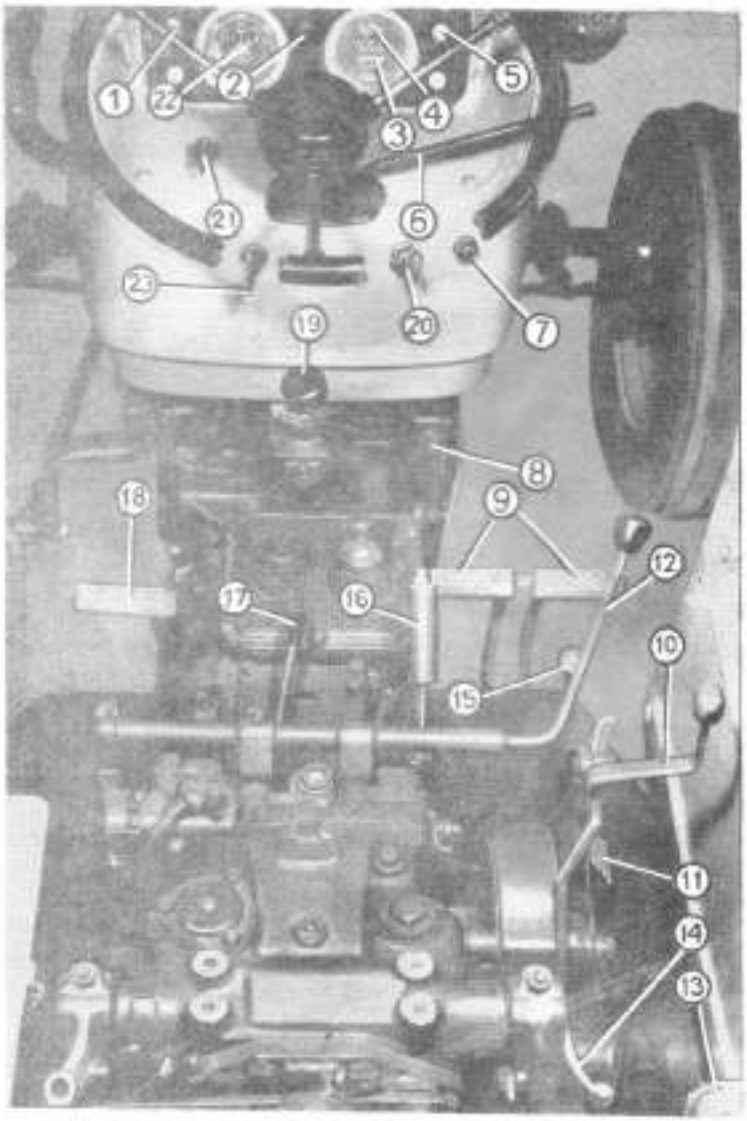

Fig. 6. — Commandes et appareils de contrôle.
Monté sur le mécanisme hydraulique, il est destiné à la commande des vérins à simple et à double effet qui sont placés sur les outillages attachés au tracteur. Commandé par la manette 12 fig. 6.
Les pièces composantes de la direction et l'appareillage de contrôle sont décrits dans l'ordre des positions indiquées dans la figure 6.
5. Poussez jusqu'au fond le bouton de l'enrichisseur 8 fig. 6 et tournez la manette du commutateur de départ et commande du thermoinjecteur en pos. 3 (fig. 9). Immédiatement après le départ du moteur, ramenez la manette du commutateur en pos. 0 (fig. 9).
— Tourner légèrement la manette du commutateur (fig. 9) en pos. 2 et pousser le bouton de l'enrichisseur 8 fig. 6. Immédiatement après le départ du moteur, laisser libre la manette du commutateur de départ et tirer le bouton de l'enrichisseur.